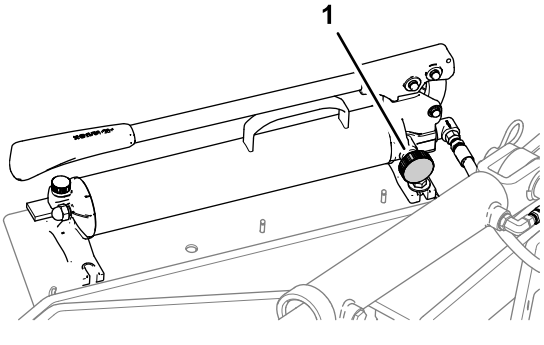

Figuur 21
1. Sluit het ventiel onderaan de hydraulische handpomp (Figuur 21) en maak enkele slagen met de handpomp tot de vergrendelpen in de beugel van de grendelstang draait.
6. Sluit het ventiel van de hydraulische handpomp (Figuur 21) en gebruik de handgreep van de pomp om de beluchter omhoog te brengen naar de transportstand.